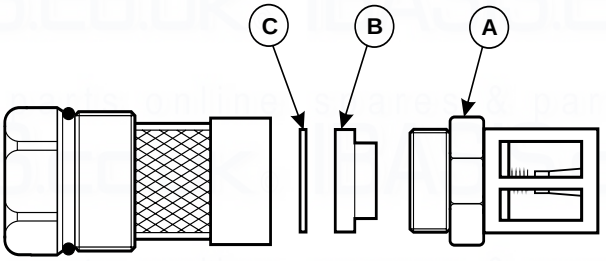

Fig. 5 - Differential pressure sensor BEFORE modification
4. Modify the differential pressure sensor (see Figs. 5 and 6) as follows:-
a. Unscrew fitting 'A' and discard the components A, B and C as shown in Fig. 5.